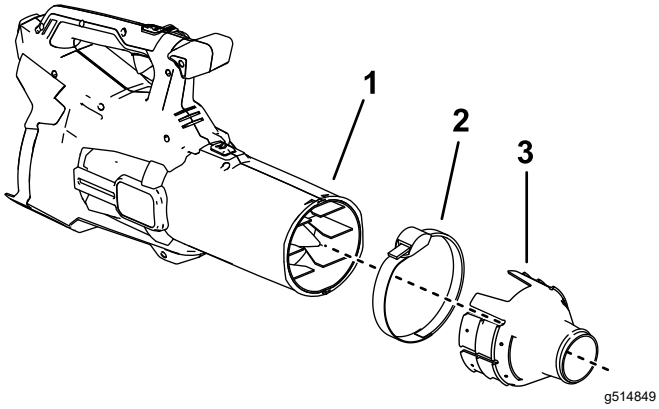

Bild 2
2. Entfernen Sie den Gebläseschlauch, so dass die Manschette direkt an den Gebläseauslass angeschlossen werden kann (Bild 2).